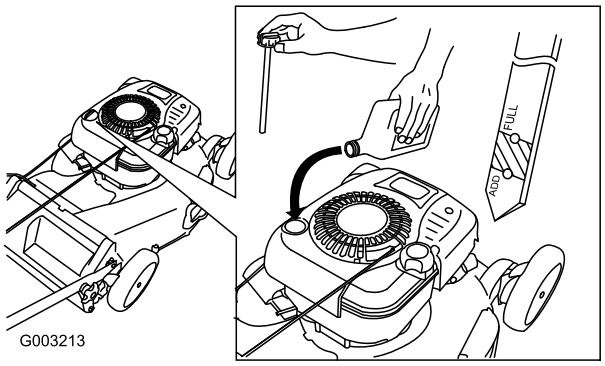

Figur 7
1. Ta bort oljestickan (Figur 7).
2. Fyll **långsamt** på olja i påfyllningsröret tills nivån når markeringen Full på oljestickan (Figur 7). **Fyll inte på för mycket.** (Maximal påfyllning: 0,77 l, typ: SAE 30W renad olja med API-klassificering SF, SG, SH, SJ, SL eller högre.)